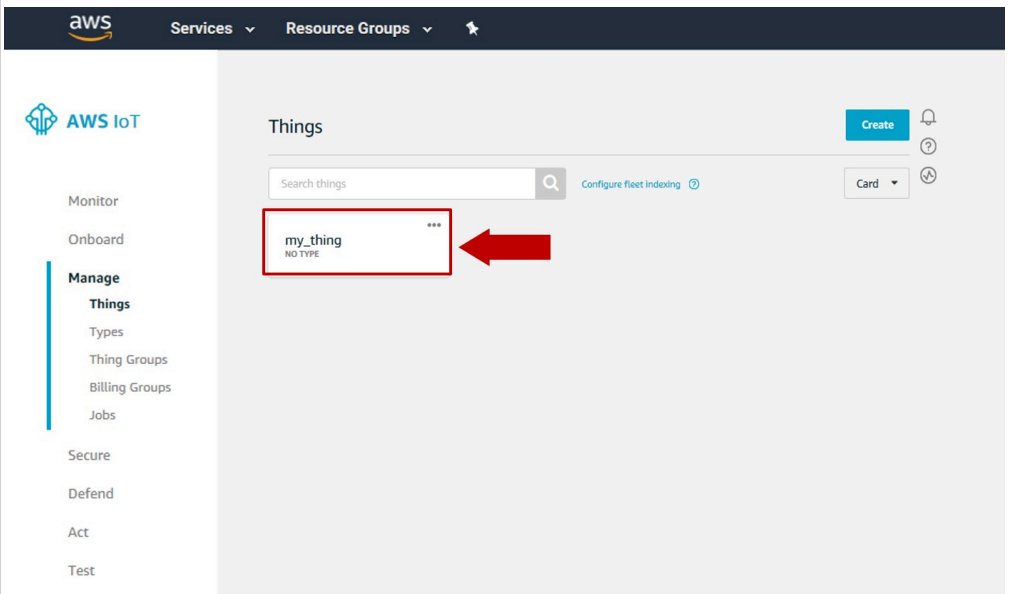

Figure 16. Confirm AWS IoT Thing creation
5. Now, your AWS IoT Thing should be created and visible in your AWS IoT Core dashboard as shown in Figure 16